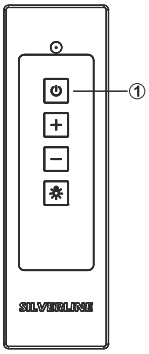

Abb. 11: Gebläse ein-/ausschalten
1. Drücken Sie die Taste (Abb. 11/1).
2. Drücken Sie erneut die Taste (Abb. 11/1).